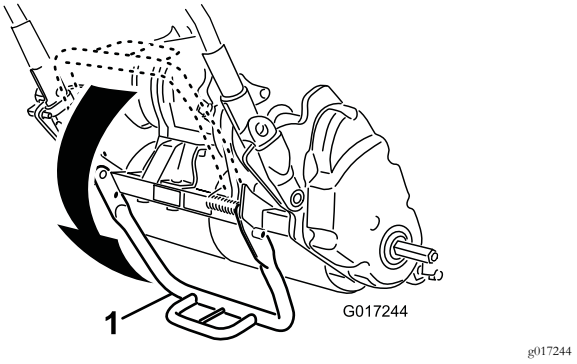

Rysunek 19
1. Pchnij podpórkę nogą w dół i pociągnij wspornik uchwytu, aż podpórka obróci się do przodu i znajdzie się nad środkiem maszyny (Rysunek 19).